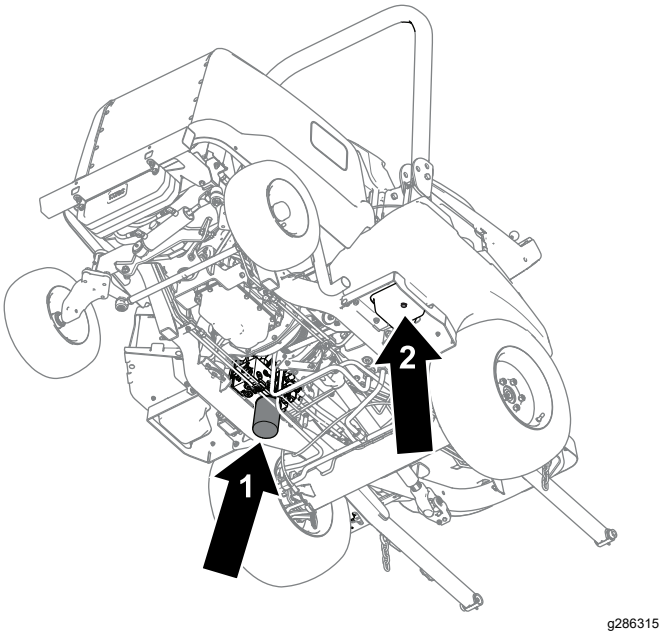

**Figuur 85**
4. Verwijder de aftapplug (Figuur 85) uit de bodem van de tank en laat de hydraulische vloeistof in de bak lopen.
6. Plaats een opvangbak onder het filter (Figuur 85), verwijder het filter en laat resterende olie lekken in de bak.